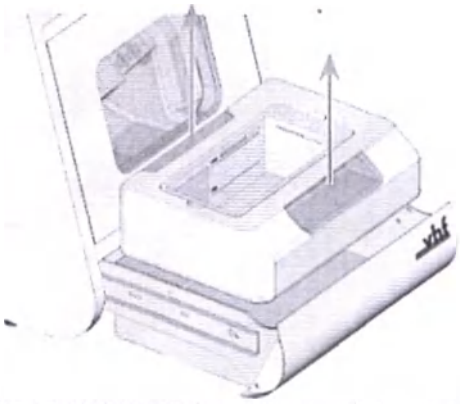

РИС. 30 – ИЗВЛЕЧЕНИЕ БАКА ОХЛАЖДАЮЩЕЙ ЖИДКОСТИ ИЗ ЯЩИКА ДЛЯ ОХЛАЖДАЮЩЕЙ ЖИДКОСТИ
5. Вытащите емкость с охлаждающей жидкостью из ящика в направлении, указанном стрелкой (Рис. 30 – см. ниже).